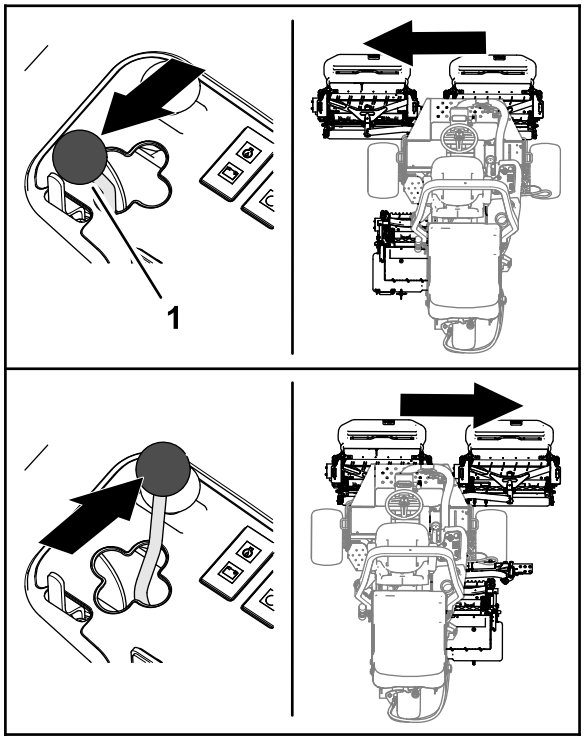

Figuur 47
2. Beweeg de schakelhendel van de maai-eenheid naar links of rechts om de maai-eenheden naar links of rechts te verplaatsen (Figuur 47).